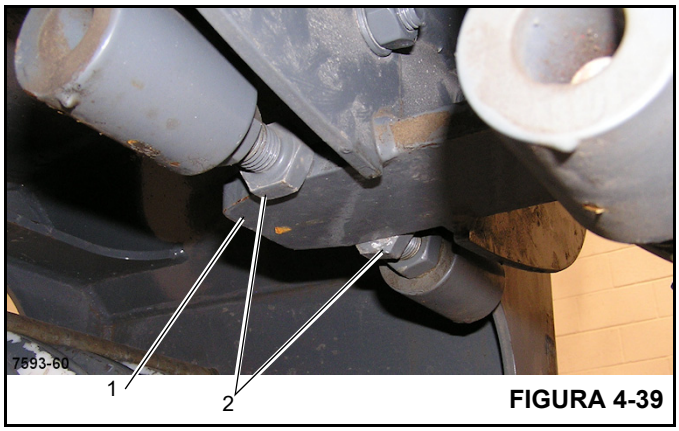

FIGURA 4-39
22. Junte las secciones de modo que las barras estabilizadoras (1) (Figura 4-39) de la sección 4 se encuentren entre los pernos de ajuste (2) de la sección 5. Con la sección 5 centrada en la sección 4 ajuste los pernos hasta que haya un espacio de 0.125 pulg (3 mm) entre cada cabeza de perno y la barra estabilizadora relacionada. Fije cada perno con su contratuerca. Repita para la otra barra estabilizadora.